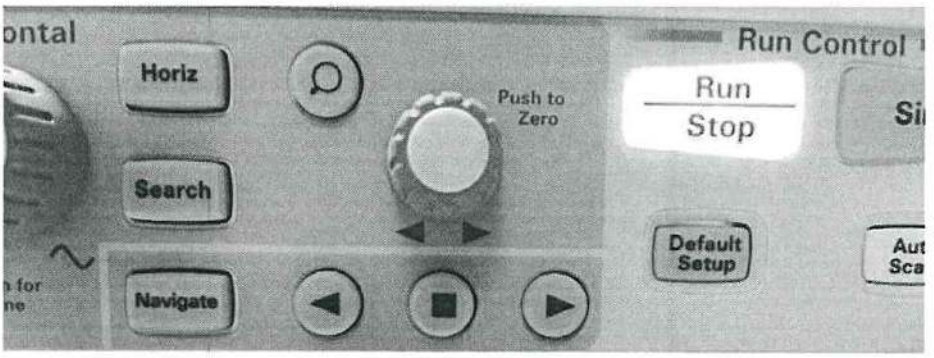

Рисунок 5
- вращать ручку смещения по горизонтали (см. рисунок 5) до значения 1 мс;